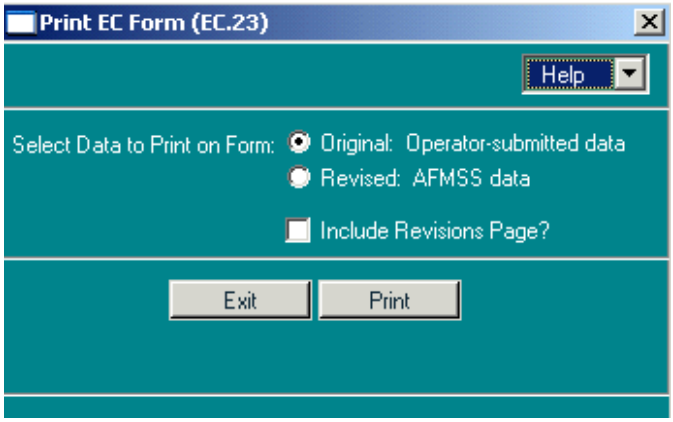

Figure 10-4: Print EC Form (EC.23) Window
12. Click **Attachments** to view any documents (maps, directions, reports) submitted by the operator via electronic commerce (EC).
14. Click **Print EC Form** to launch the *Print EC Form (EC.23)* window (Figure 10-4). To see the original data as submitted by the operator, select **Original: Operator-submitted data**. To see changes made in Non-Indian AFMSS for the record (a change in disposition or the name of the Approver) select **Revised: Non-Indian AFMSS data**. Either of these two options allows selecting **Include Revisions Page?** to include a page that displays operator-submitted data beside Non-Indian AFMSS revisions. Click **Print** to launch the *WinPreview* window. Click **Exit** to return to *EC.23*. Click **Exit** to return to *GLB.79*.